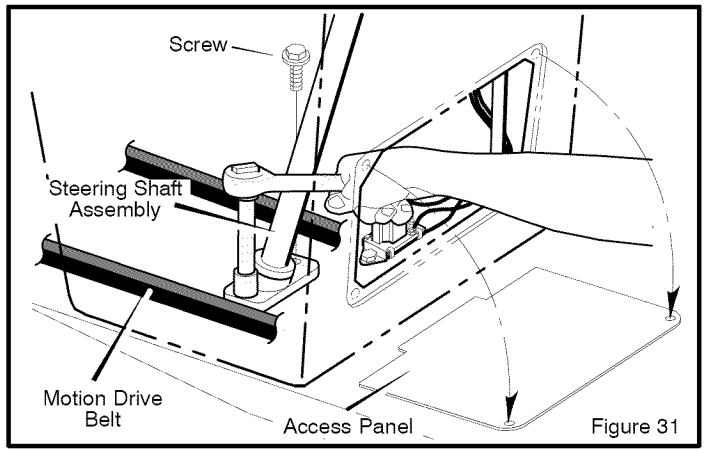

Figure 31
9. Remove the **access panel** (Figure 31).
10. Remove the two **screws** that attach the **steering shaft assembly** (Figure 31). Raise the steering wheel and **steering shaft assembly**. Pull the **motion drive belt** under the **steering shaft assembly**.
8. Attach the **steering shaft assembly** to the steering plate with two screws (Figure 31).
9. Attach the **access panel** (Figure 31).